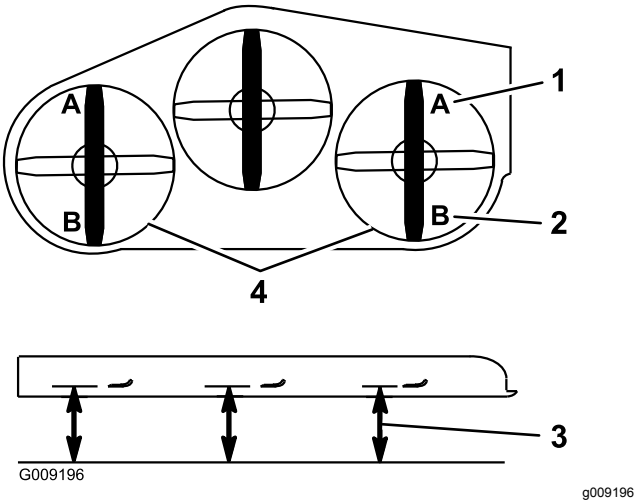

図 77
9. デッキの左右両側で、図 77に示すように、水平な床面から各ブレードの刃先までの高さを測定するA位置 。
16. デッキの左右両側で、図 77に示すように、水平な床面から各ブレードの後の刃先までの高さを測定するB位置。